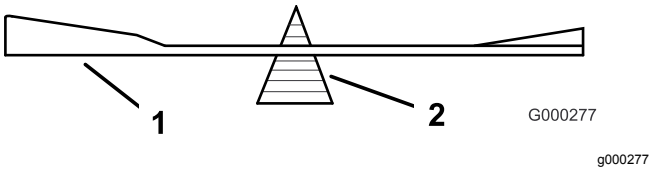

Bild 85
2. Prüfen Sie die Auswuchtung des Schnittmessers auf einer Ausgleichsmaschine (Bild 85).